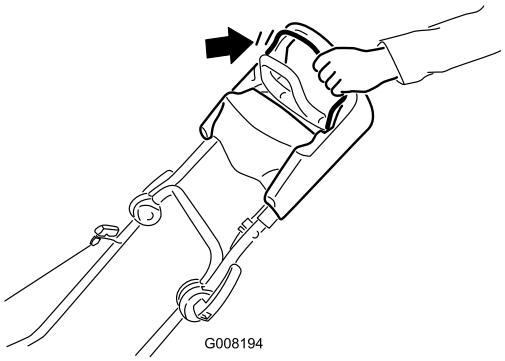

Figure 14
1. Maintenez la barre de commande de la lame contre le guidon (Figure 14).